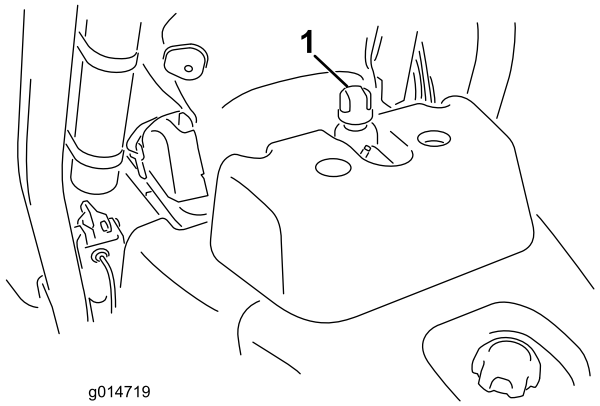

**Figur 32**
2. Ta lokket av tanken (Figur 32).